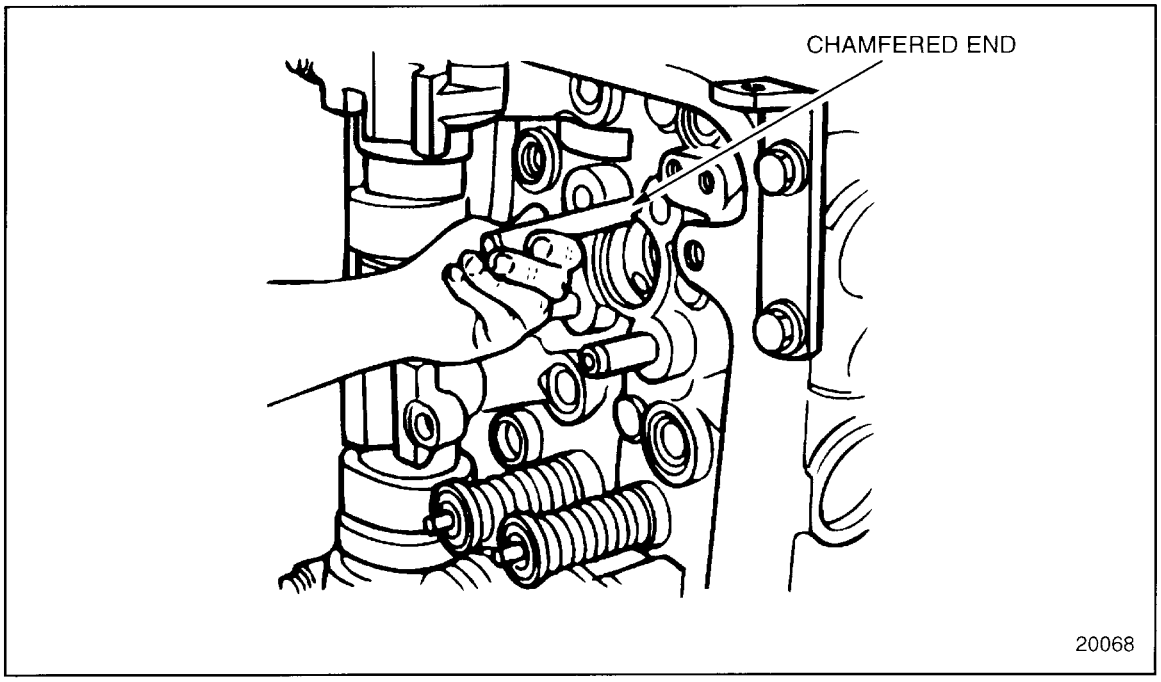

Figure 1-88 Valve Guide Installation
1. Start the chamfered end of the valve guide into the cylinder head from the top. See Figure 1-88.